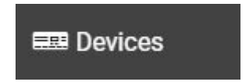

Figure 13. Devices Button
2. 'Devices' tab *(figure 13)* Here the user can manually set up each SER on the network by using it's corresponding IP address.
3. Import Button - On the 'Setup' page, select the 'Devices' tab *(figure 13)*. Select the 'Import' button, and a .csv file with list of unit IPs can be uploaded.